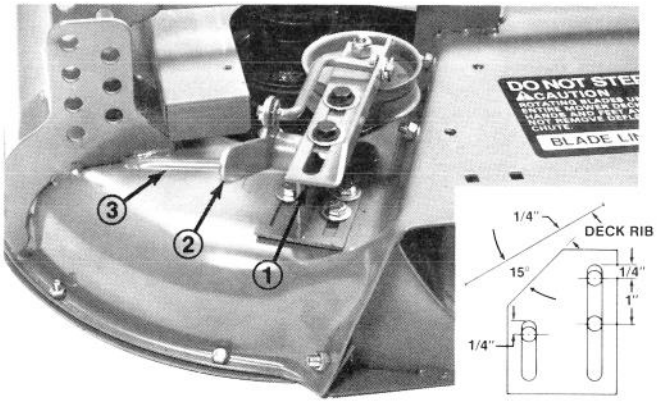

Figure 10
1. Position idler assembly on deck; see Fig. 10.
2. Engage idler lever (toward belt) and slide idler pulley firmly into blower belt. To provide for future adjustment, there should be at least 1/4" clearance between front of idler mounting bracket and raised rib in deck (Fig. 10, Inset). Mounting bracket should be positioned on flat part of deck. Make sure idler pulley clears spindle pulley and blower and idler lever clears carrier frame when in the engaged position. Mounting bracket should be at approximately 15° to deck rib (Fig. 10, Inset).
3. Using dimensions shown in Fig. 10, Inset, locate and drill (3) 3/8" dia. holes in deck.
4. Disengage idler lever and mount idler assembly to deck with (3) 5/16-18 x 3/4" lg. capscrews, 5/16 washers, and locknuts. Position washer between nut and idler assembly.